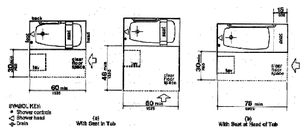

FIGURE 33
(1) FLOOR SPACE. CLEAR FLOOR SPACE AT BATHTUBS SHALL BE AS SHOWN IN FIG 33.
(2) SEAT. AN IN-TUB SEAT OR A SEAT AT THE HEAD END OF THE TUB SHALL BE PROVIDED AS SHOWN IN FIG 33 AND 34. THE STRUCTURAL STRENGTH OF SEATS AND THEIR ATTACHMENTS SHALL COMPLY WITH 4.26.3. SEATS SHALL BE MOUNTED SECURELY AND SHALL NOT SLIP DURING USE.